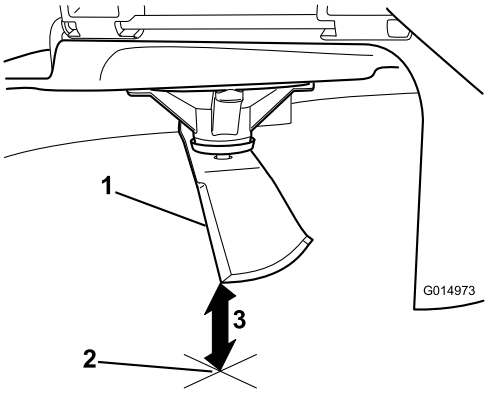

Figuur 53
5. Meet de afstand tussen het uiteinde van het mes en de vlakke ondergrond (Figuur 53).